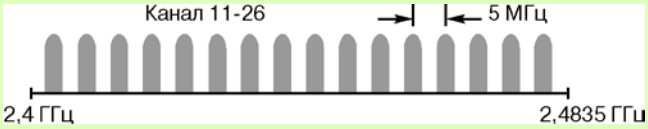

Рис.2.
- **Диапазон частот IMS 2,4 ГГц, разделенный на 15 радиоканалов** (см.рис.2)